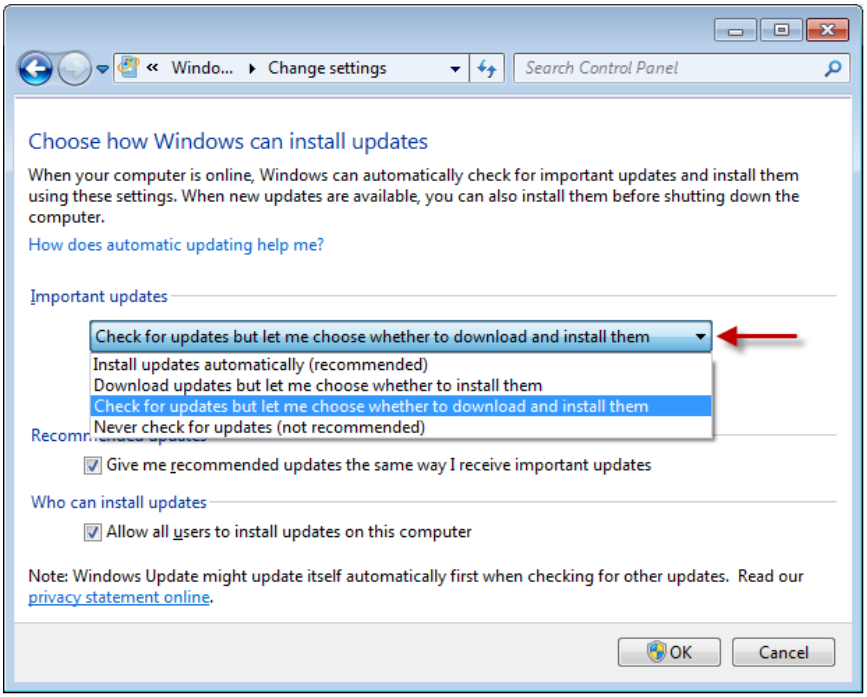

Figure 2-2 Windows Update, Change Settings window
2. From the left panel menu, select **Change Settings**. The window shown in figure 2-2 will appear.